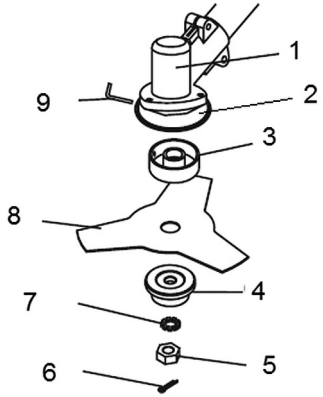

Рис. 3 Конструкция узла крепления ножа
тора гайку 5, снимите стопорную 7 и прижимную шайбы 4, снимите защитную шайбу редуктора 3 (Рис. 3).
2. Установите чашку редуктора 2 (Рис. 3) так, чтобы отверстие в чашке и выемка в корпусе редуктора встали друг напротив друга, и закрепите ее винтами (Рис. 4A).
4. Установите в отверстие защитной шайбы редуктора стопор 9 (ключ шестигранный 4 мм) (Рис. 3).
5. Установите нож 8 (Рис. 3) на защитную шайбу редуктора (Рис. 4C).
Для установки триммерной головки открутите гайку крепления ножа, снимите шайбу стопорную и прижимную шайбу ножа, как показано на Рис. 3, 7B и закрутите триммерную головку (Рис. 7C). Удерживая стопор, произведите окончательную затяжку триммерной головки (Рис. 7D).